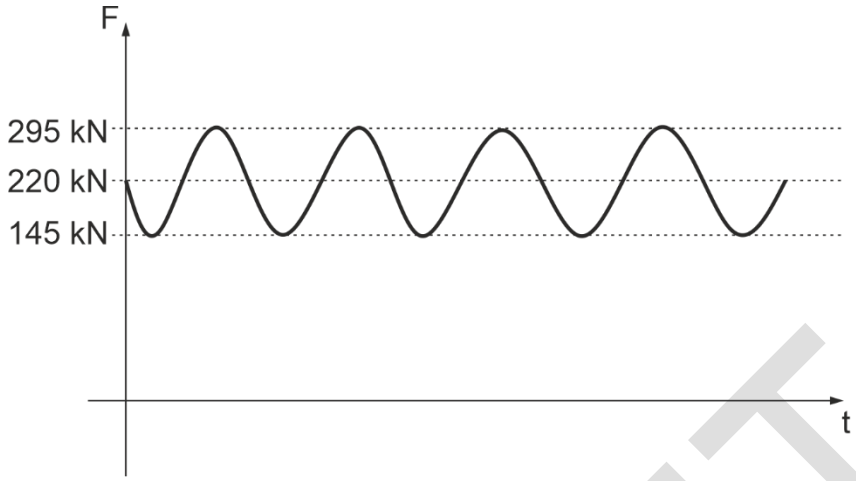

Bild 1.2: Zeitlicher Verlauf Zugkraft F während des Helikopterflugs.
Während eines Helikopterfluges stellt sich der zeitliche Verlauf der Zugkraft F entsprechend Bild 1.2 dar.
f) Berechnen Sie die ertragbare Spannungsamplitude σ_A für eine Belastung entsprechend Bild 1.2. Wie hoch ist die Sicherheit gegen Dauerbruch S_D an der Stelle P für den zeitlichen Kraftverlauf entsprechend Bild 1.2? **(5,5 P.)**